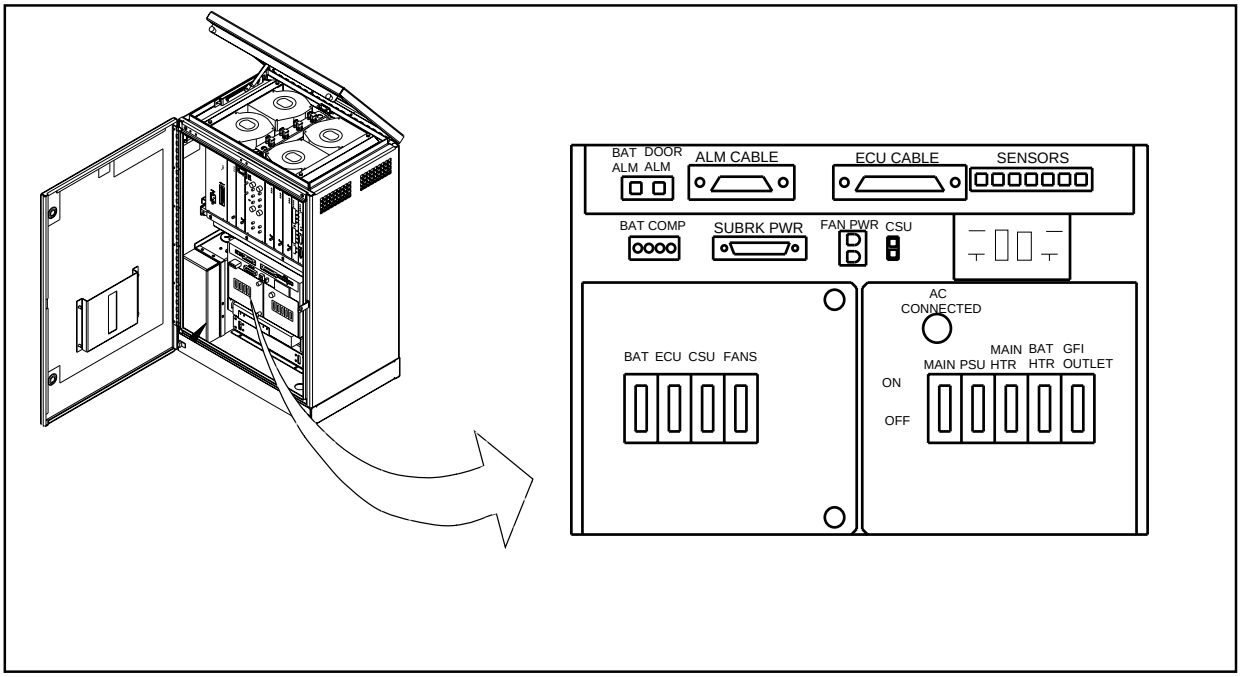

Figure 5-19. AC/DC Distribution Box
3. Place the **MAIN HTR** circuit breaker on the right side of the AC/DC Distribution Box in the OFF position. See Figure 5-19 on page 5-43